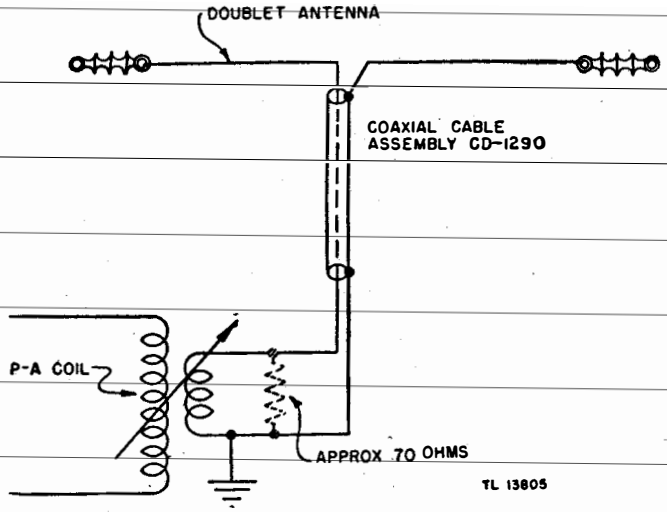

Figure 49. Method of feeding power to the antennas.
a. GENERAL. When Radio Transmitter BC–610–E is used with a doublet antenna, no antenna tuning unit is required because the antenna is cut to resonate at the operating frequency and represents, electrically, one-half wavelength. Theoretically, the radiation resistance at the center of a half-wave antenna in free space is 73 ohms. The actual value of radiation resistance of a practical antenna may be above or below 73 ohms, depending on the height of the antenna above ground and the nature of surrounding objects. However, power can be fed to the antenna by means of any length of untuned transmission line which has a characteristic impedance of approximately 70 ohms. (See fig. 49).
the p-a tank coil. The transmission line, which is terminated in its characteristic impedance, represents a purely resistive load of approximately 70 ohms. (See fig. 49.) This resistance is reflected into the p-a plate tank circuit because of the mutual reactance existing between the variable link coil and the p-a tank coil. The magnitude of the reflected resistance increases or decreases as the coupling between the variable link coil and the p-a tank coil is increased or decreased. The reflected resistance lowers the *Q* of the p-a plate tank circuit, and consequently, the impedance in the p-a plate circuit. When the impedance in the p-a plate circuit is lowered, the d-c plate current increases. The correct setting of the variable link coil is the setting which allows the p-a tube to draw the recommended d-c plate current.